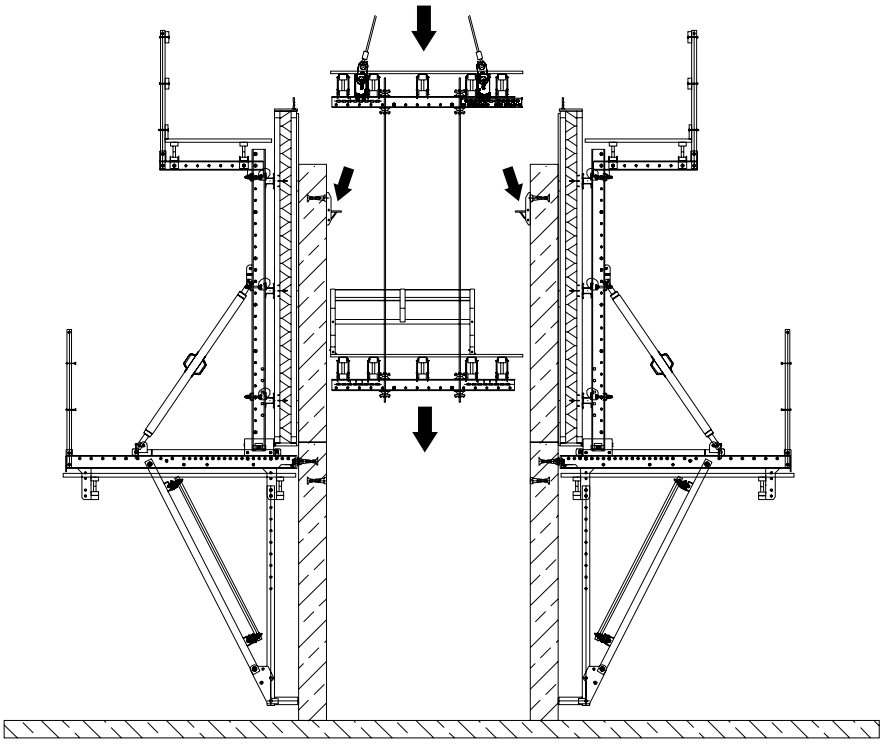

Abb. A4.05
5. Schachtbühne mit Nachlaufbühne einsetzen (Abb. A4.05).